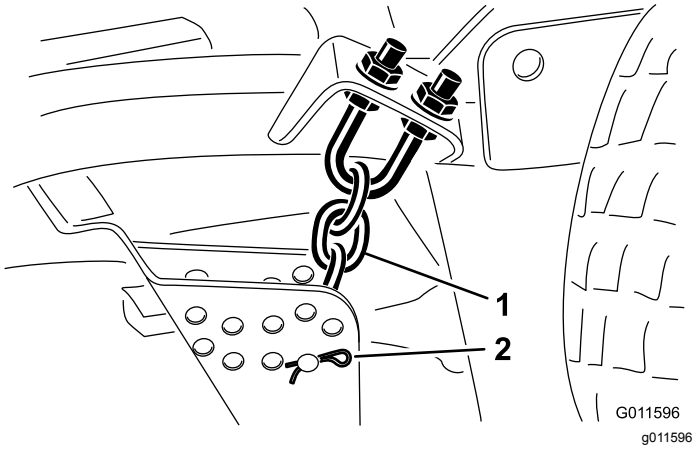

Figuur 20
5. Verwijder de R-pen en de gaffelpen waarmee de maaihoogtekettingen zijn bevestigd aan de achterkant van de maai-eenheid (Figuur 20).